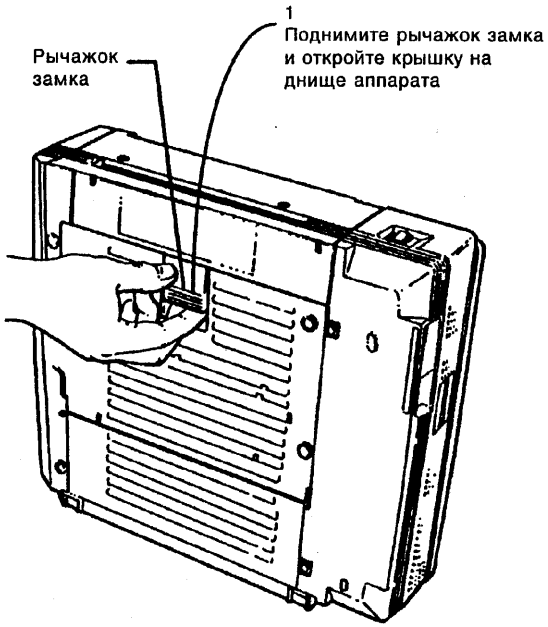

Рисунок 1.Открывание дверцы на днище аппарата.
2. (рис. 1) Удерживая на месте узел стекла экспонирования и его крышки, поставьте копировальный аппарат на левый бок, как показано на рисунке, и откройте дверцу на днище аппарата.